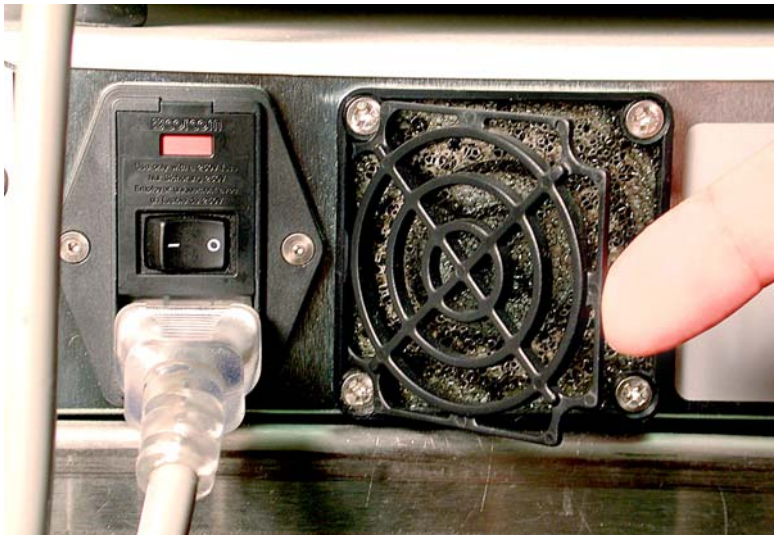

Figure 6-3 Removing the Screen
2. On the back of the Luminex XYP instrument, to the left side, gently remove the screen from the Luminex XYP instrument filter. **Note: Do not remove the screws**. See Figure 6-3.